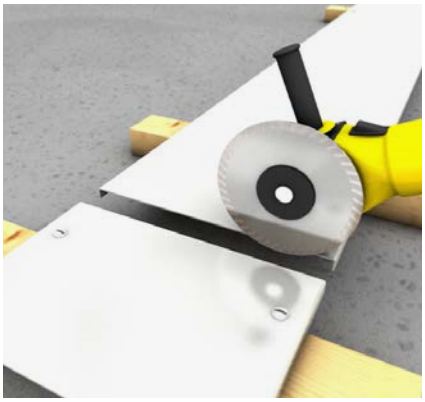

Abb. 2: Schneid- und Trennarbeiten
3. Schneid- und Trennarbeiten sind unter größter Vorsicht und Beachtung des Arbeitsschutzes vorzunehmen (siehe Abb. 2).